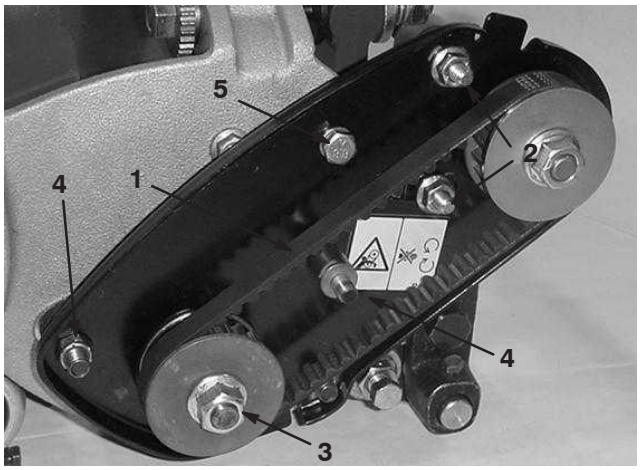

Figure 15
23. Loosen the (2) bearing housing mounting nuts to relieve belt tension (Fig. 15).
24. Remove the belt from the pulleys (Fig. 15).
25. Remove the nut securing the drive pulley to the reel shaft. Remove the pulley from the shaft. Retain the key for re–installation (Fig. 15).
26. Remove the (2) nuts and the bolt securing the reel drive plate to the side plate (Fig. 15). Remove the drive plate assembly.